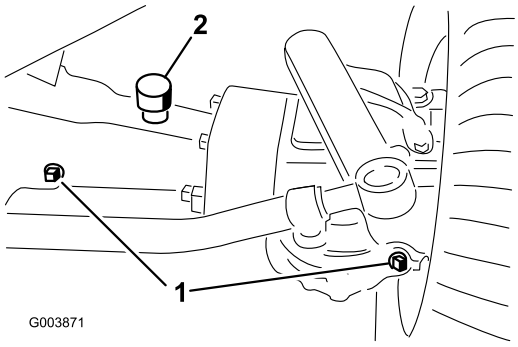
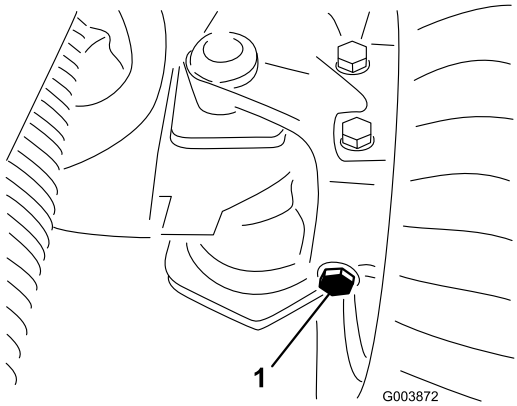

Figur 29
Figur 30
2. Ta bort de tre kontrollpluggarna från axeln (Figur 29 och Figur 30), och se till att oljan når upp till botten av varje hål.